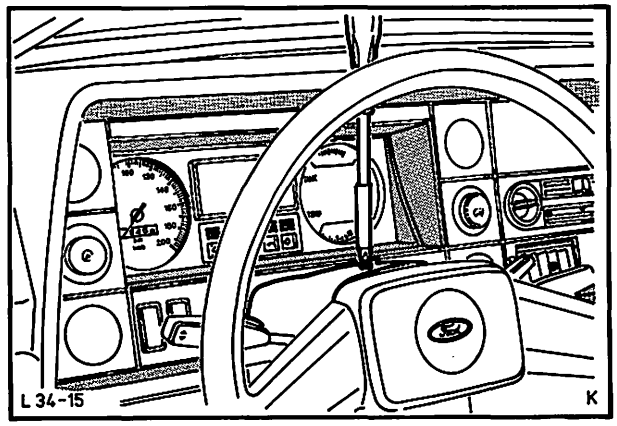

Abb. 15 Obere Lenksäulenverkleidung abbauen
3. Obere Lenksäulenverkleidung abbauen (1 Schraube mit Abdeckkappe), Abb. 15.